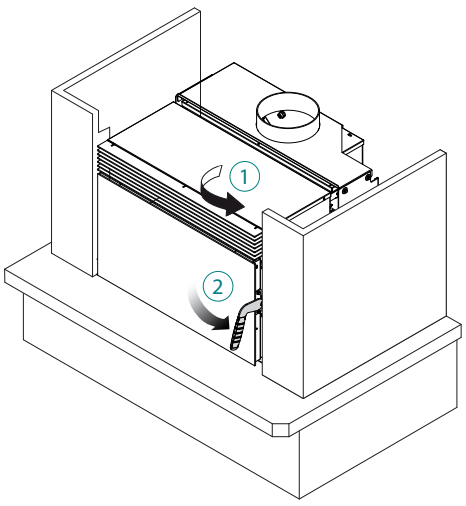

Afb. 6.1.14
14) Sluit de deur (Afb. 6.1.14)